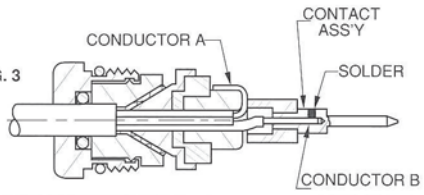

FIG. 3
4. Place contact ass'y over dielectric and inner conductor B and solder contact to inner conductor B as shown in Fig. 3.